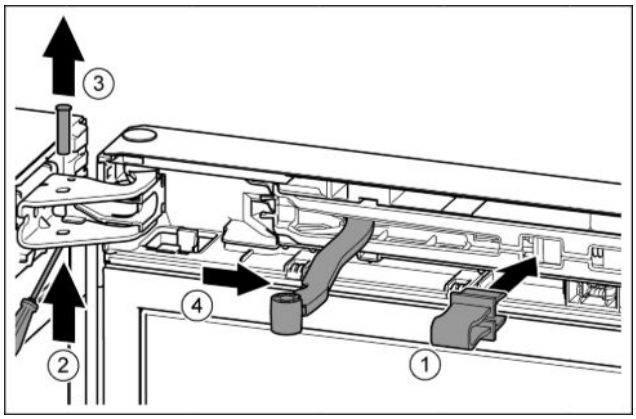

Fig. 12
▶ Зафиксировать предохранитель в отверстии. *Fig. 12 (1)*
▶ Выкрутить палец при помощи отвертки. *Fig. 12 (2)*
▶ Извлечь палец движением вверх. *Fig. 12 (3)*
▶ Повернуть шарнир в направлении двери. *Fig. 12 (4)*